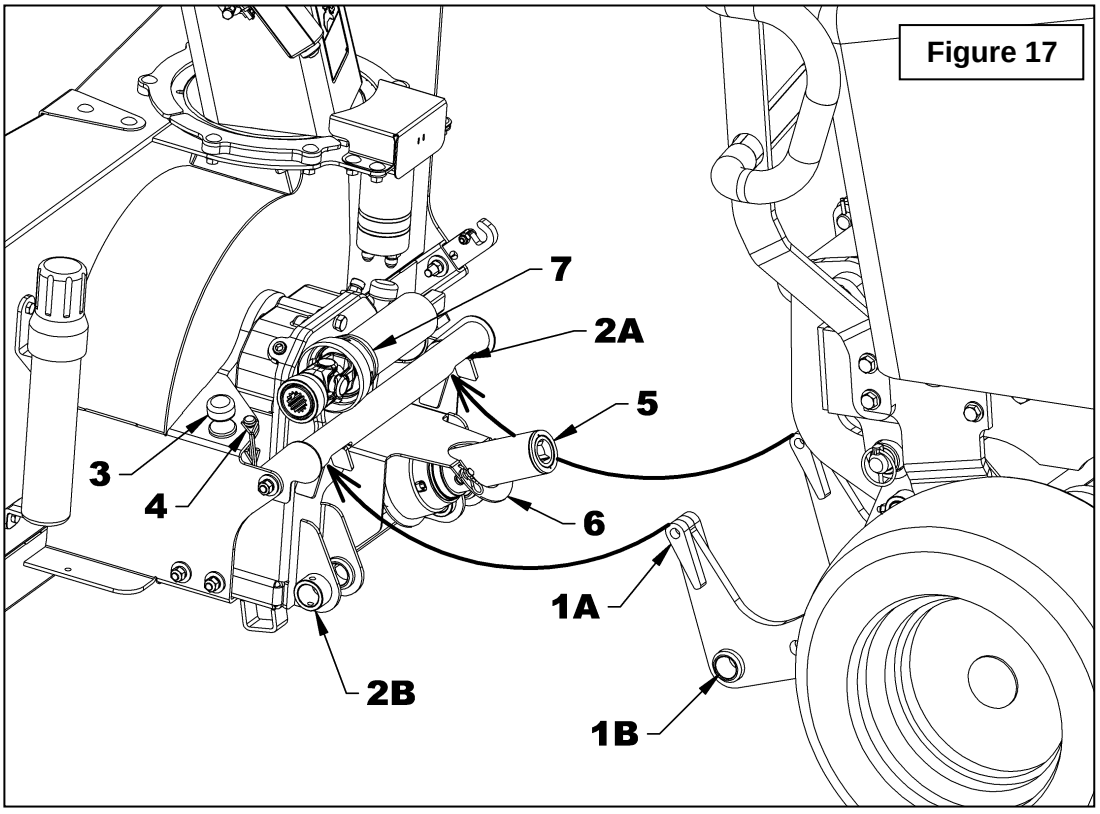

Figure 17
4. **Figures 17:** Make sure the drivelines and the hitches two connection points (items 1A, 1B, 2A, 2B) are clean and not covered with snow or ice.
5. **Figure 17:** Make sure the 2 pins of the snowblower hitch (item 3) and the two round wire lock pins (item 4) are well installed on the snowblower housing.
6. **Figure 17:** Make sure the snowblower half driveline (item 5) is secure on the guard's "U" support (item 6).
7. **Figure 17:** Make sure the half male driveline (item 7) is placed on top of the snowblower female hitch.
Figure 17: Start the tractor, remove the parking brake and advance slowly making sure to align the snowblower female hitch with the male hitch of the tractor. Lower the tractor male hitch enough so the two upper hooks (item 1A) can be inserted in the openings of the female hitch (item 2A).
Figure 17: Using the tractor's hydraulic control lever, lift the implement fully up in order to properly position the implement hitch with the tractor male hitch. This step will allow the bushings of the male hitch (item 1B) to align well with the bushings of the snowblower female hitch (item 2B).